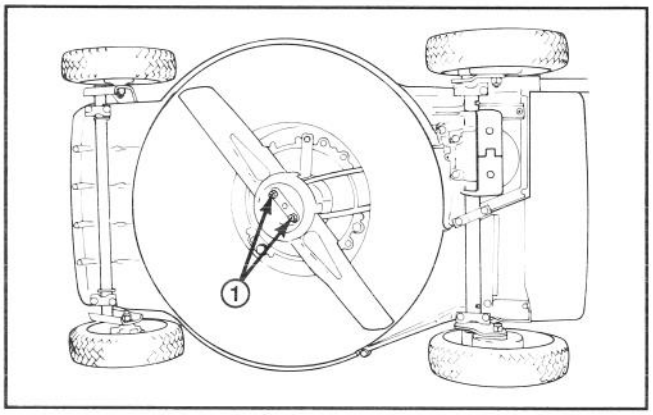

Figure 21
3. Tip mower on its right side (Fig. 21). Avoid rotating blade as starting problems may result.
5. REMOVING BLADE—Grasp end of blade using a rag or thickly padded glove. Remove (2) locknuts, (2) washers, anti–scalp cup, and blade (Fig. 21 & 23).